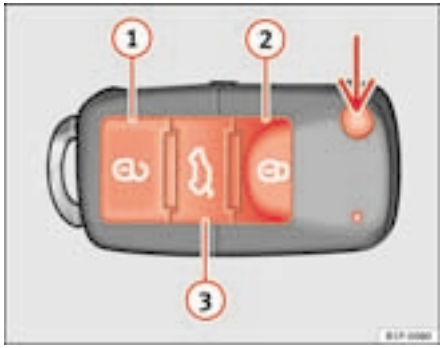

Fig. 64 Assignment of buttons on the remote control key
Using the button ⇒ fig. 64 (arrow) on the control, the key shaft is released.
Unlocking the vehicle ⇒ fig. 64 (1).
Locking the vehicle ⇒ fig. 64 (2).
Unlocking the tailgate. Press the button ⇒ fig. 64 (3) until all indicators on the vehicle briefly flash. When the unlocking button (3) is pressed, 2 minutes remain for opening the door. Once this time has passed, it will lock once more.
Also, the battery indicator on the key ⇒ fig. 64, will flash.
When the button ⇒ fig. 64 (1) is used the driver's door is unlocked, all others remain locked.
Press the button ⇒ fig. 64 (1) twice to unlock all doors.
– Lock the vehicle using the driver side door lock with the remote control key ⇒ page 100, fig. 64.